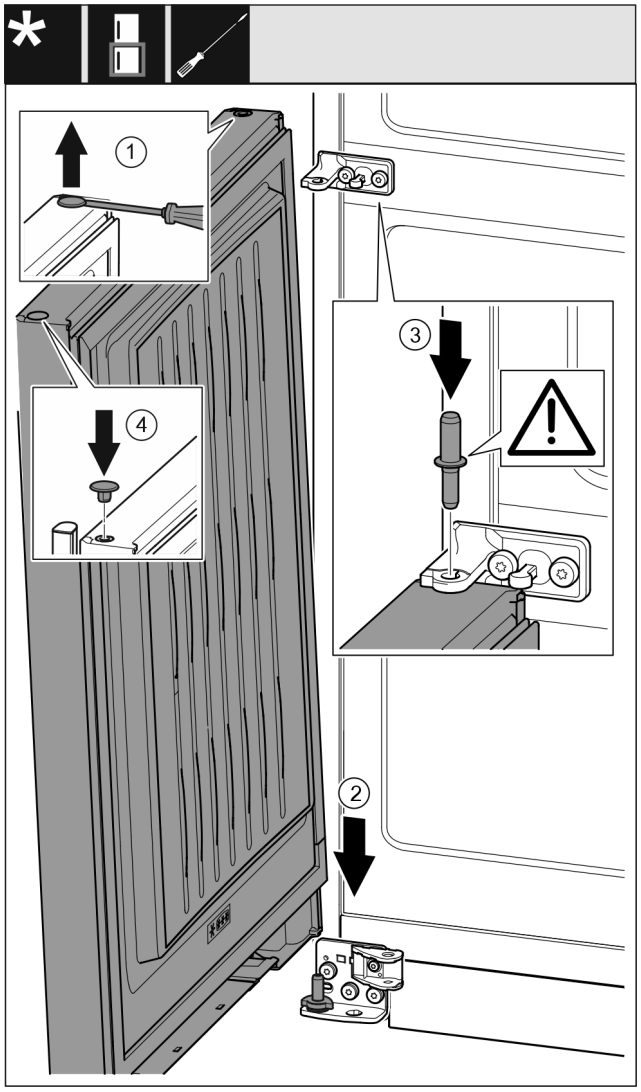

Fig. 29
- ▶ Use a slotted screwdriver to lift the plug *Fig. 29 (1)* carefully and pull it out.
- ▶ Lower the door *Fig. 29 (2)* onto the bottom bearing bolt.
- ▶ Insert the centre bearing bolt *Fig. 29 (3)* through the centre bearing block in the lower door. Ensure that the latching cam is pointing towards the rear.
- ▶ Re-insert the plug *Fig. 29 (4)* on the other door side.